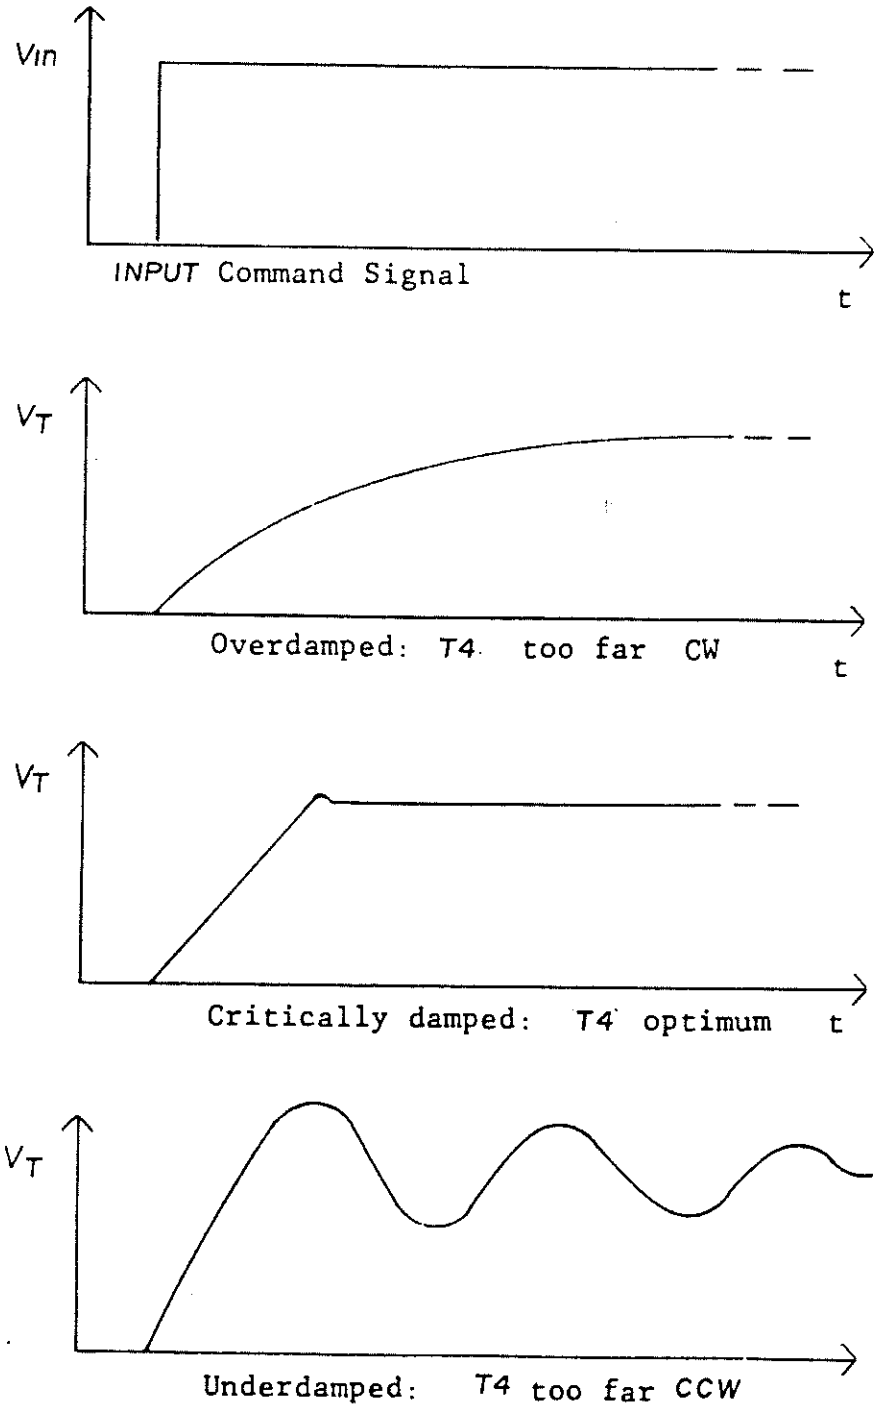

Fig. 13
- Apply power to the amplifier, and while monitoring the tacho signal, gradually adjust the COMP trimmer from the CW toward the CCW position. Optimum response (critically-damped) should be achieved at some position before reaching full CCW on T4. Fig 13 illustrates some waveforms observed for various T4 settings.
- Apply power, and while monitoring the tachometer signal, gradually increase the value of the box resistance until optimum response as depicted in Fig 13 is achieved.